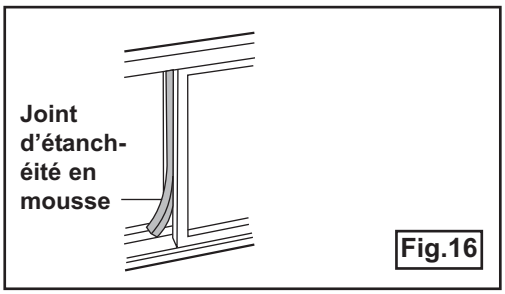

Fig.16
5. Coupez le joint d’étanchéité en mousse à la longueur appropriée et scellez l’espace ouvert entre le châssis supérieur et le châssis extérieur de la fenêtre. Tel qu’illustré dans la fig. 16.